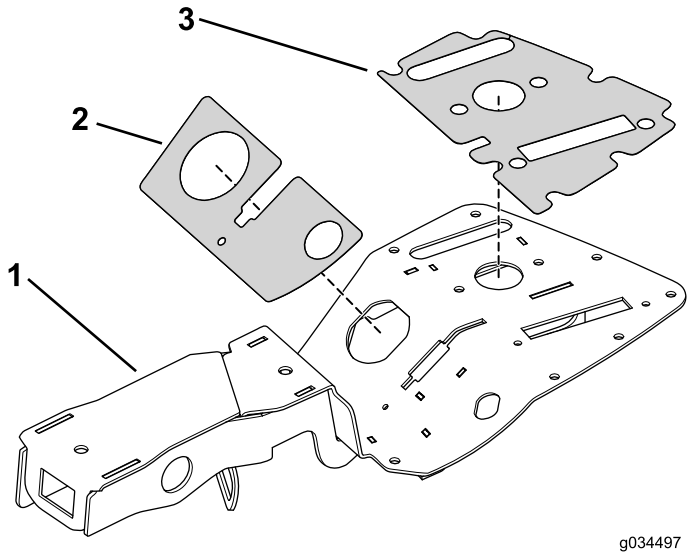

Figure 15
1. Apposez les autocollants supérieur et inférieur sur la console (Figure 15).